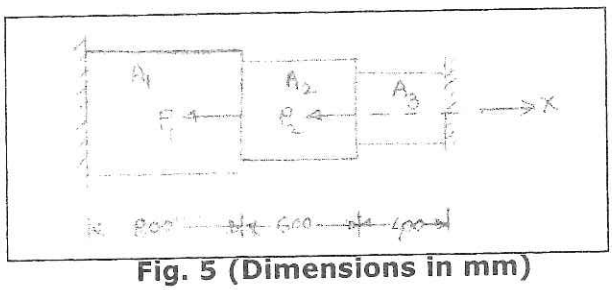

Fig. 5 (Dimensions in mm)
5. Determine the displacements, element stresses and support reactions for the following structure shown in fig. 5 (Use elimination approach). **14**